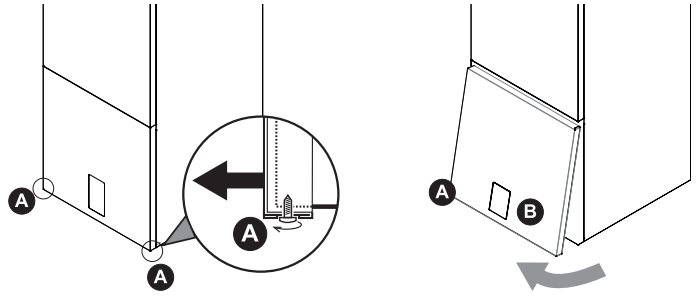

rys. 16 - demontaż panelu przedniego
- Częściowo odkręcić śruby A (patrz "rys. 16 - demontaż panelu przedniego").
- Zdjąć panel B i odczepić go od górnych mocowań (patrz "rys. 16 - demontaż panelu przedniego").